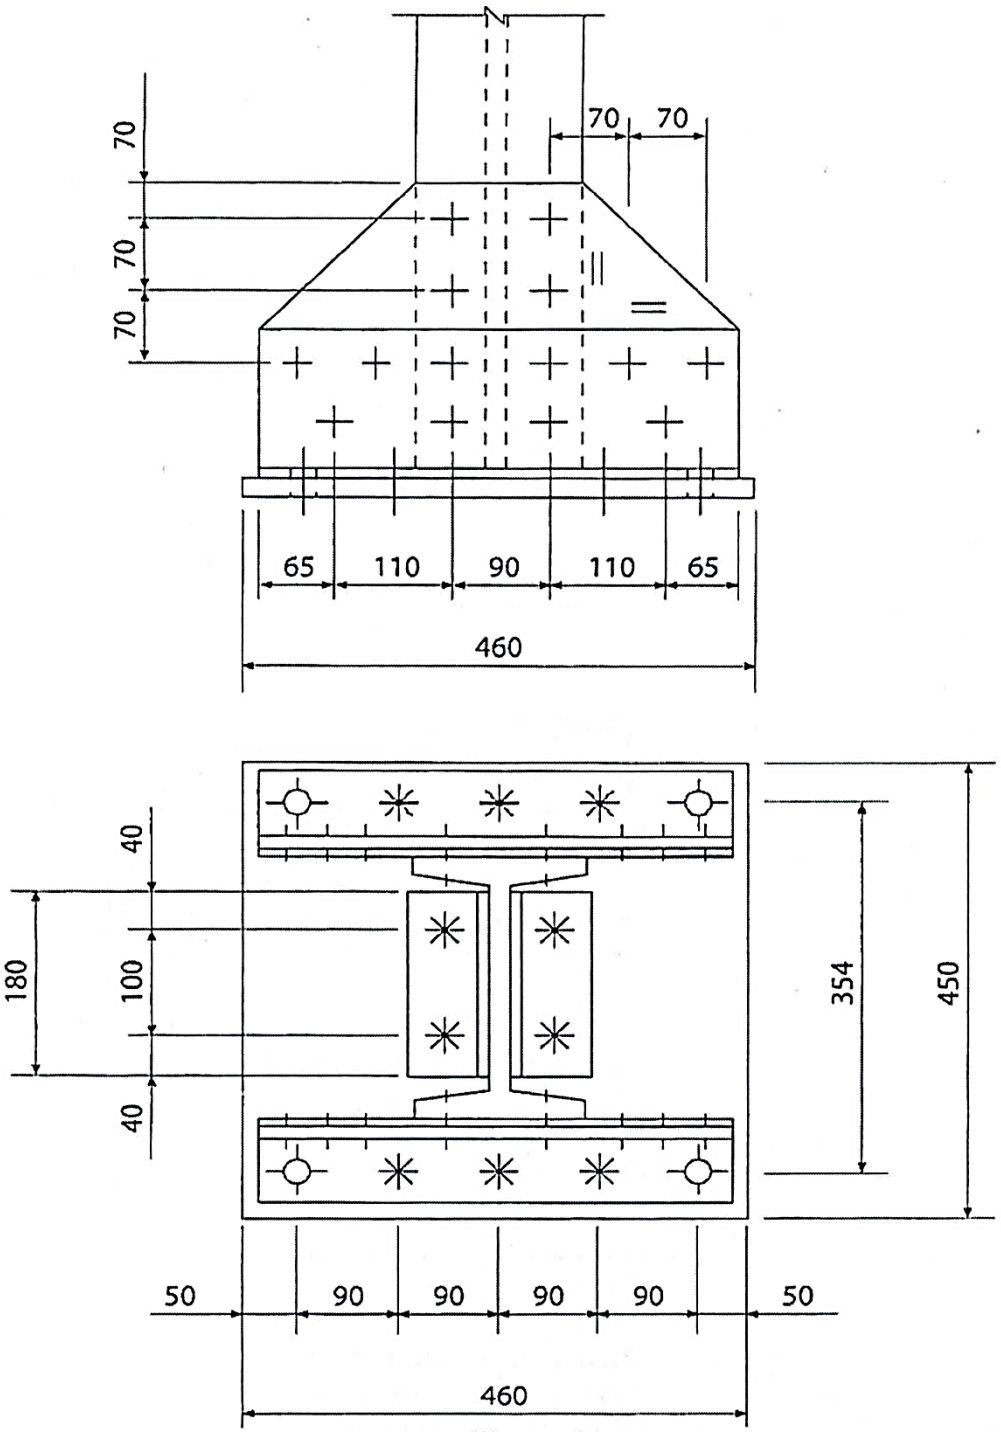

FIGUUR 2
2.2 FIGUUR 2, DIAGRAMBLAD 2 (aangeheg), toon 'n eenvoudige kolombasis met twee aansigte van 'n verbindingsdetail vir 'n portaalraamvoet. Die basis bestaan uit die kolom, twee kantplate (knoopplate), twee basishoeke, twee hoekklampe en 'n basishoek.